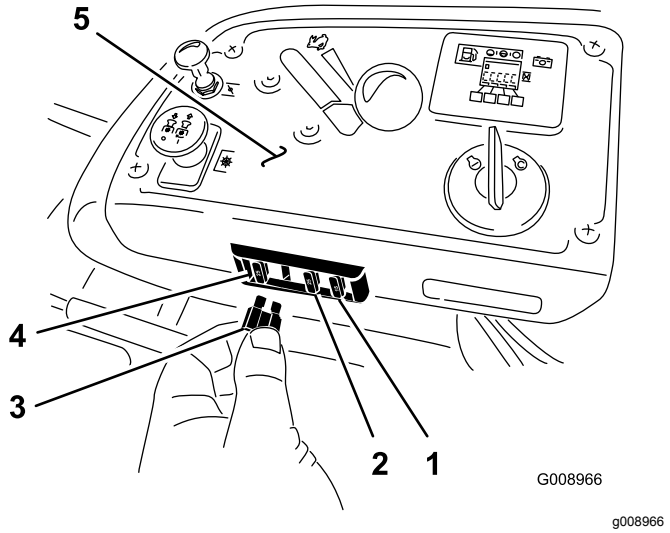

Figur 66
1. Säkringarna sitter på konsolen till höger om sätet (Figur 66).
3. Sätt i en ny säkring (Figur 66).